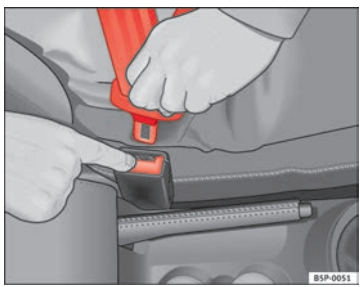

Fig. 15 Retirar la lengüeta del cierre del cinturón
– Pulse la tecla roja que hay en el cierre del cinturón ⇒ fig. 15. La lengüeta del cierre es expulsada hacia fuera ⇒ ⚠.